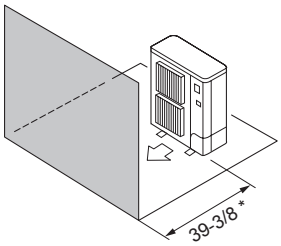

Fig. 3-8
④ Obstacles uniquement à l’avant (Fig. 3-8)